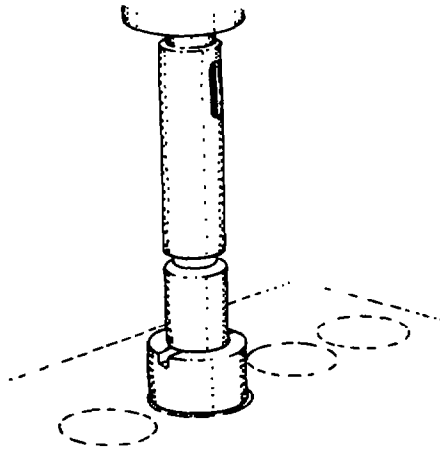

Fig. 34 — Cutting Counterbore
7. Cut the counterbore to a depth of 11.20 – 11.30 mm (0.441 – 0.445 in.) when measured from the cylinder head surface (see fig. 34).